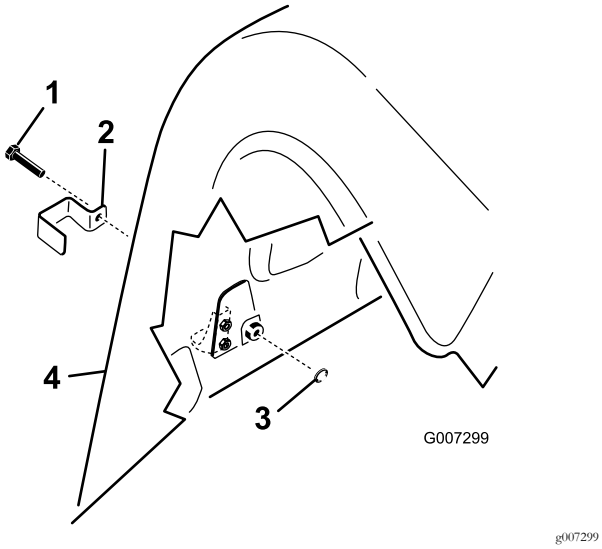

**Figur 18**
1. Monter et låsebeslag over de bageste nederste venstre og høje hjelmlåse og de øverste motorhjelmslåse på ProCore 864 med en fransk skrue (4 i alt). Se Figur 18.
2. Monter et låsebeslag over de bageste nederste motorhjelmslåse og den udvendige øverste motorhjelmslås på bageste højre og venstre skærm på ProCore 1298-modellen med en fransk skrue (3 pr. kernehoved, 6 i alt). Se (Figur 18).
3. Brug en tang eller justerbar nøgle og skru en indvendig låseskive på hver skrue (1-2 gevind) for at fastgøre låsen (Figur 18).